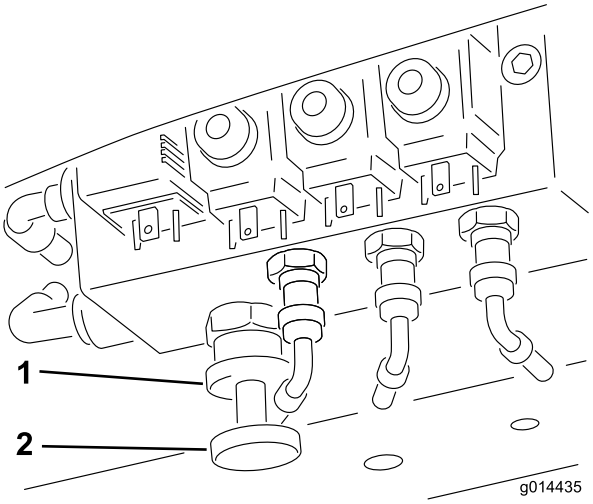

Rysunek 37
Aby załączyć układ przenoszenia obciążenia: Wartość przenoszonego obciążenia można dostosować do konkretnych warunków pracy, obracając pokrętło przenoszenia obciążenia (Rysunek 37) w następujący sposób:
1. Odkręć nakrętkę zabezpieczającą zawór o pół obrotu w lewo i przytrzymaj ją w takiej pozycji (Rysunek 37).
2. Przekręć pokrętło zaworu (Rysunek 37) w lewo, aby zmniejszyć wartość przeniesienia obciążenia, oraz w prawo, aby zwiększyć wartość przeniesienia obciążenia.